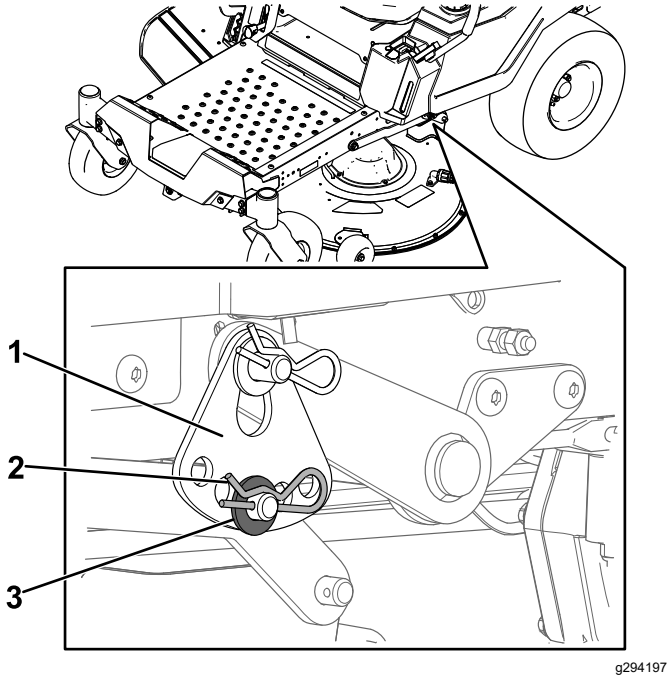

Figura 73
6. Retire la chaveta y la arandela del pasador del brazo de elevación inferior (Figura 73).